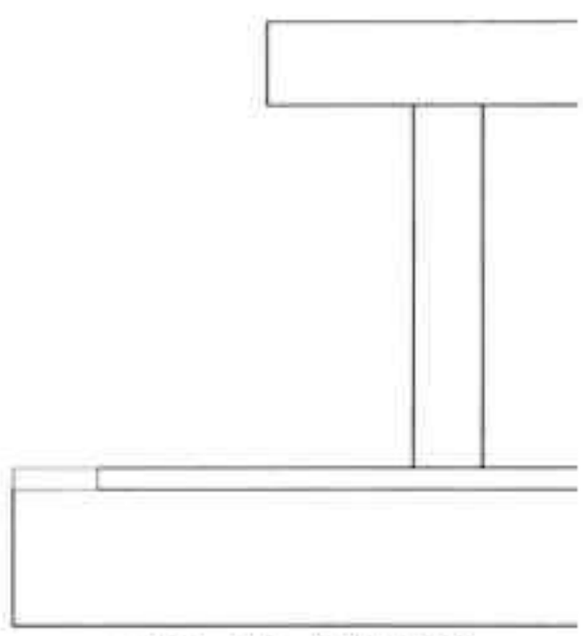

图20-85 绘制矩形
Step 05 执行“矩形”命令，绘制长 120mm、宽 30mm 的矩形，结果如图 20-85 所示。